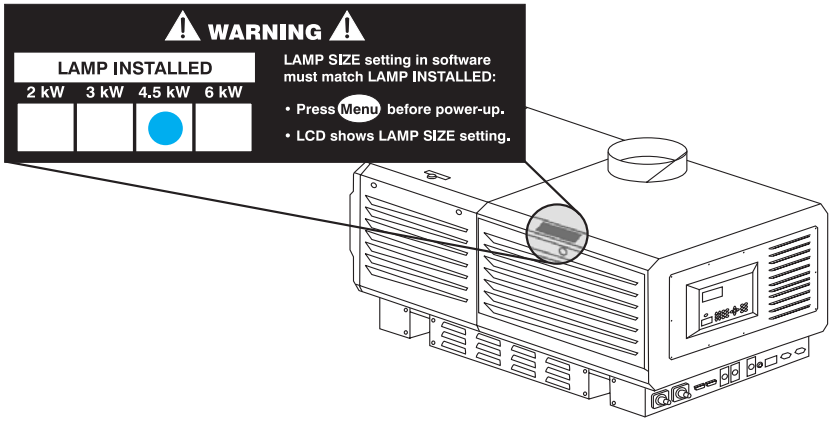

Figure 4.3. Always Mark the "Lamp Installed" Label
3. Use ◀ ▶ to select which lamp is currently installed. Make sure the lamp type is also indicated on the lamp door label (see Figure 4.3).